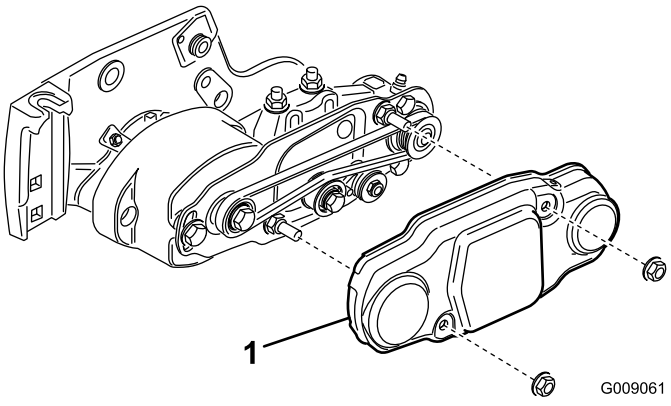

Bild 18
25. Schieben Sie die Riemenabdeckung auf die Befestigungsschrauben und befestigen Sie diese mit zwei Bundmuttern (Bild 18).